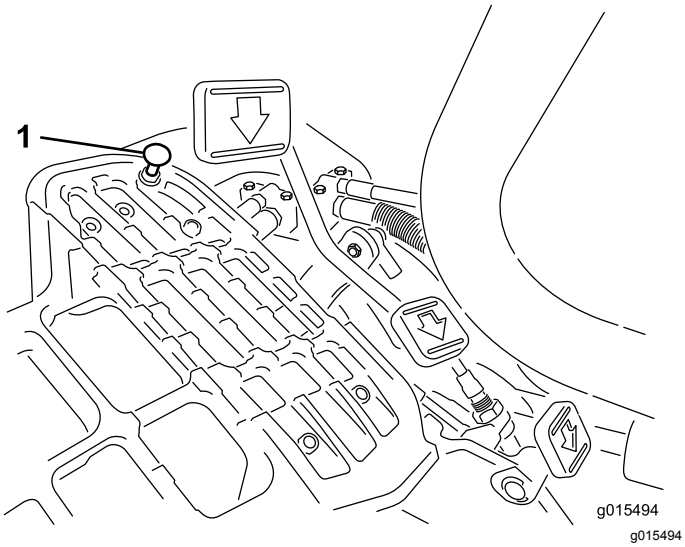

Figur 45
Du kommer upp i maximal transporthastighet genom att flytta funktionsreglaget till TRANSPORTLÄGET och trycka ned gaspedalen. Om pedalen får kontakt med stoppet (Figur 45) innan du känner någon spänning i kabeln genomför du följande justeringsprocedur:
1. Flytta funktionsreglaget till TRANSPORTLÄGET och lossa på låsmuttern som fäster pedalstoppet vid golvplattan (Figur 45).